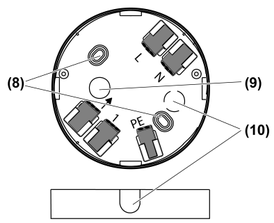

Bild 5: Anschlusskasten
(8) Befestigungslöcher
(9) Leitungseinführung, Unterputz
(10) Dünnstellen für optionale Leitungseinführungen
- Für eine zusätzliche Leitungseinführung Unterputz oder Leitungseinführung Aufputz entsprechende Dünnstelle (10) ausbrechen (Bild 5).
- Anschlusskasten (4) mit beiliegendem Dübel-/ Schraubenset durch Löcher (8) befestigen (Bild 5).